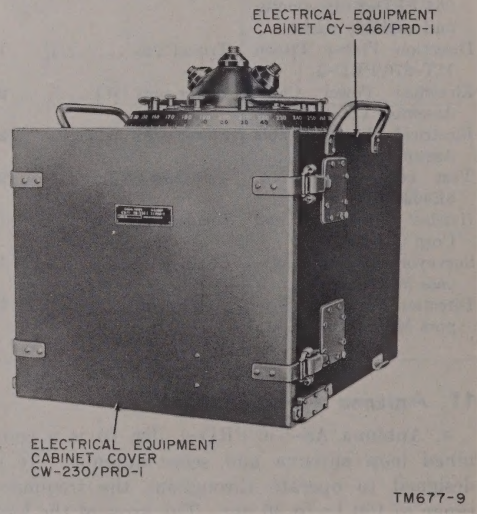

Figure 9. Radio Receiver R–395/PRD–1 housed in cabinet, cover closed.
c. Radio Receiver R–395/PRD–1 is housed in Electrical Equipment Cabinet CY–946/PRD–1 which is provided with Electrical Equipment Cabinet Cover CW–230/PRD–1 (fig. 9). This